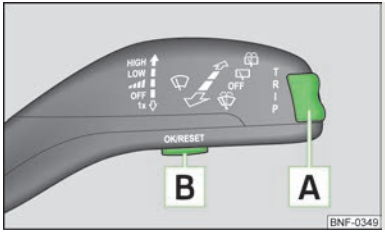

Fig. 7
Switching over the memory takes place with the button B » Fig. 7 on page 12 on the windscreen wiper lever.
The rocker switch A and the button B are located on the windscreen wiper lever » Fig. 7.
› Press the button B » Fig. 7.
› Briefly press the rocker switch A » Fig. 7 up or down. This opens the individual functions of the multifunction display one after the other.
› Press the button B » Fig. 7 for longer.
› Press the rocker switch A » Fig. 7 on page 12 up or down to change the display of the time.
The driving time which has elapsed since the memory was last erased, appears in the display » page 11. If you want to measure the driving time from a particular moment in time on, at this moment, reset the memory by setting the button B » Fig. 7 on page 12 to zero.
If you wish to determine the average fuel consumption over a certain period of time, you must set the memory at the start of the new measurement to zero using the button B » Fig. 7 on page 12. A zero appears in the display for the first approx. 300 m you drive after erasing the memory.
The distance driven since the memory was last erased appears in the display » page 11. If you want to measure the distance travelled from a particular moment in time on, at this moment, reset the memory by setting the button B » Fig. 7 on page 12 to zero.
The average speed since the memory was last erased is shown in the display in km/hour » page 11. If you wish to determine the average speed over a certain period of time, you must set the memory to zero at the start of the measurement using the button B on the windscreen wiper lever » Fig. 7 on page 12.
- With button A » Fig. 7 on page 12, choose the menu point **Warning against excessive speeds**.
› With button A » Fig. 7 on page 12, choose the menu point **Warning against excessive speeds**.